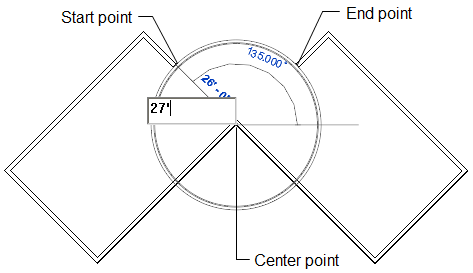

Figure 3-50 *Starting the curved wall segment*
g. Use the **Center-ends Arc** sketching option to create the curved wall, refer to Figures 3-50 and 3-52.
1. Choose the **Center-ends Arc** tool in the **Draw** panel of the **Modify | Place Wall** tab. Move the cursor in the drawing window and click on the outer intersection of the inclined walls to specify the center of the curved wall, refer to Figure 3-50.
2. Move the cursor near the endpoint of the last sketched inclined wall segment. When 135-degree is displayed as the angular dimension, enter the value **27' (8100 mm)** as the radius of the curved wall and press ENTER, as shown in Figure 3-50. On doing so, the curved wall with the specified radius starts from the specified point.